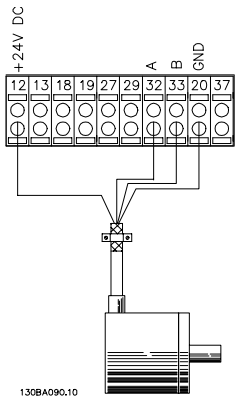

Рисунок 5.5 Схема соединений
1. Проверьте соединения энкодера на соответствие *Рисунок 5.5*: